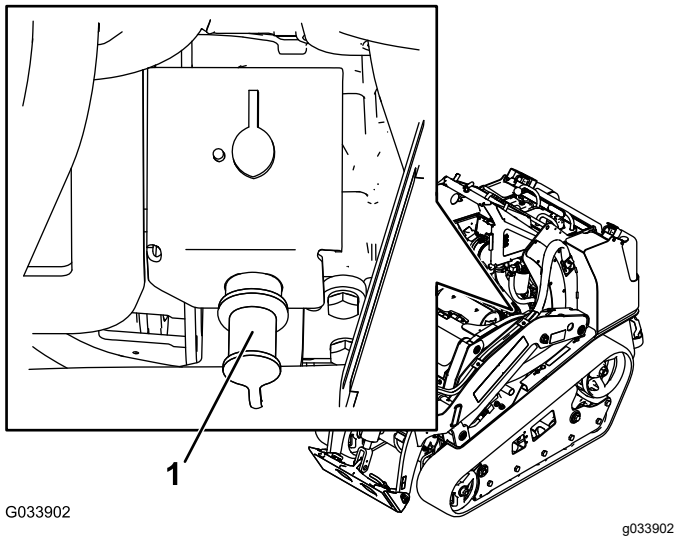

**Figur 52**
2. Ta av kåpan från startpolen (Figur 52).
3. Anslut en ände av plusstartkabeln (+) till startpolen (Figur 52).